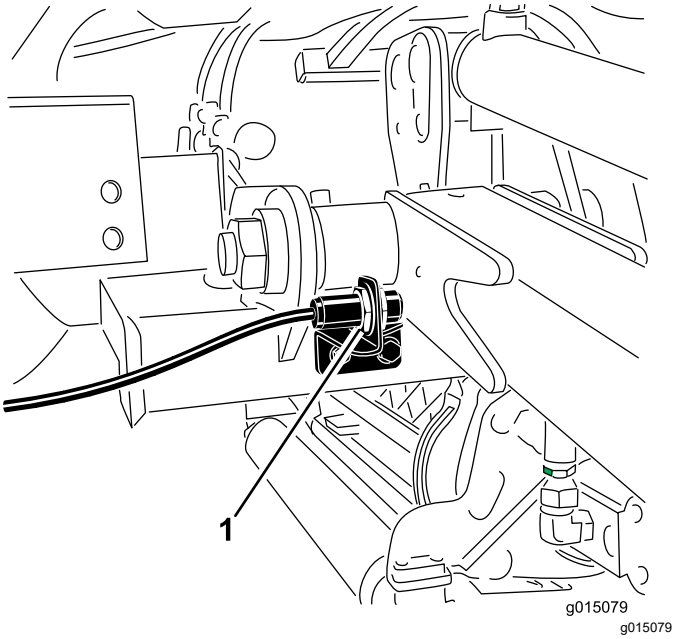

Рисунок 72
2. Переключатель подъемного рычага расположен позади переднего правого подъемного рычага (Рисунок 72).
3. Ослабьте крепежные винты переключателя (Рисунок 72) и переместите переключатель вверх, чтобы увеличить высоту поворота подъемного рычага, или переместите переключатель вниз, чтобы уменьшить высоту поворота подъемного рычага.